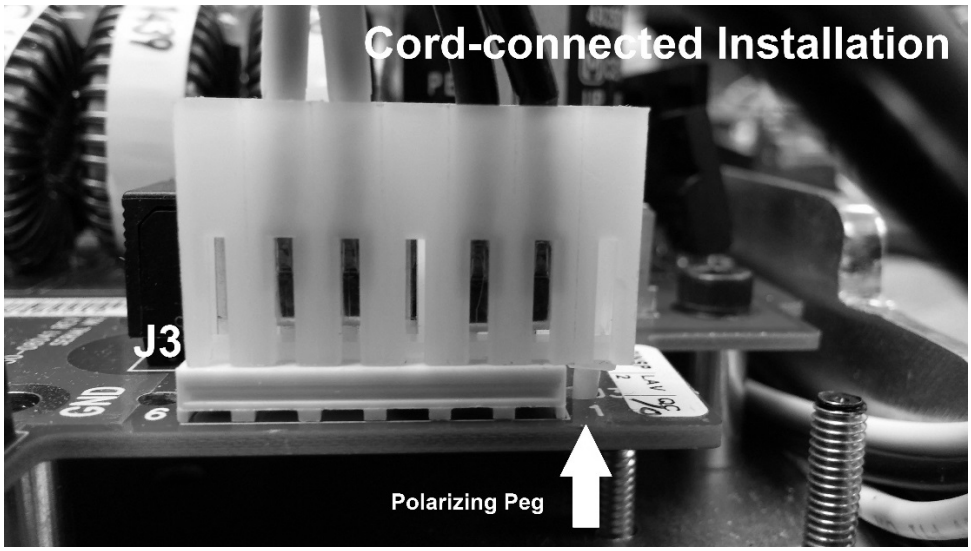

Figure 28
8. Reconnect the connector to J3 of the Power Supply Control Board. Align the polarizing peg as shown in *Figure 28*.